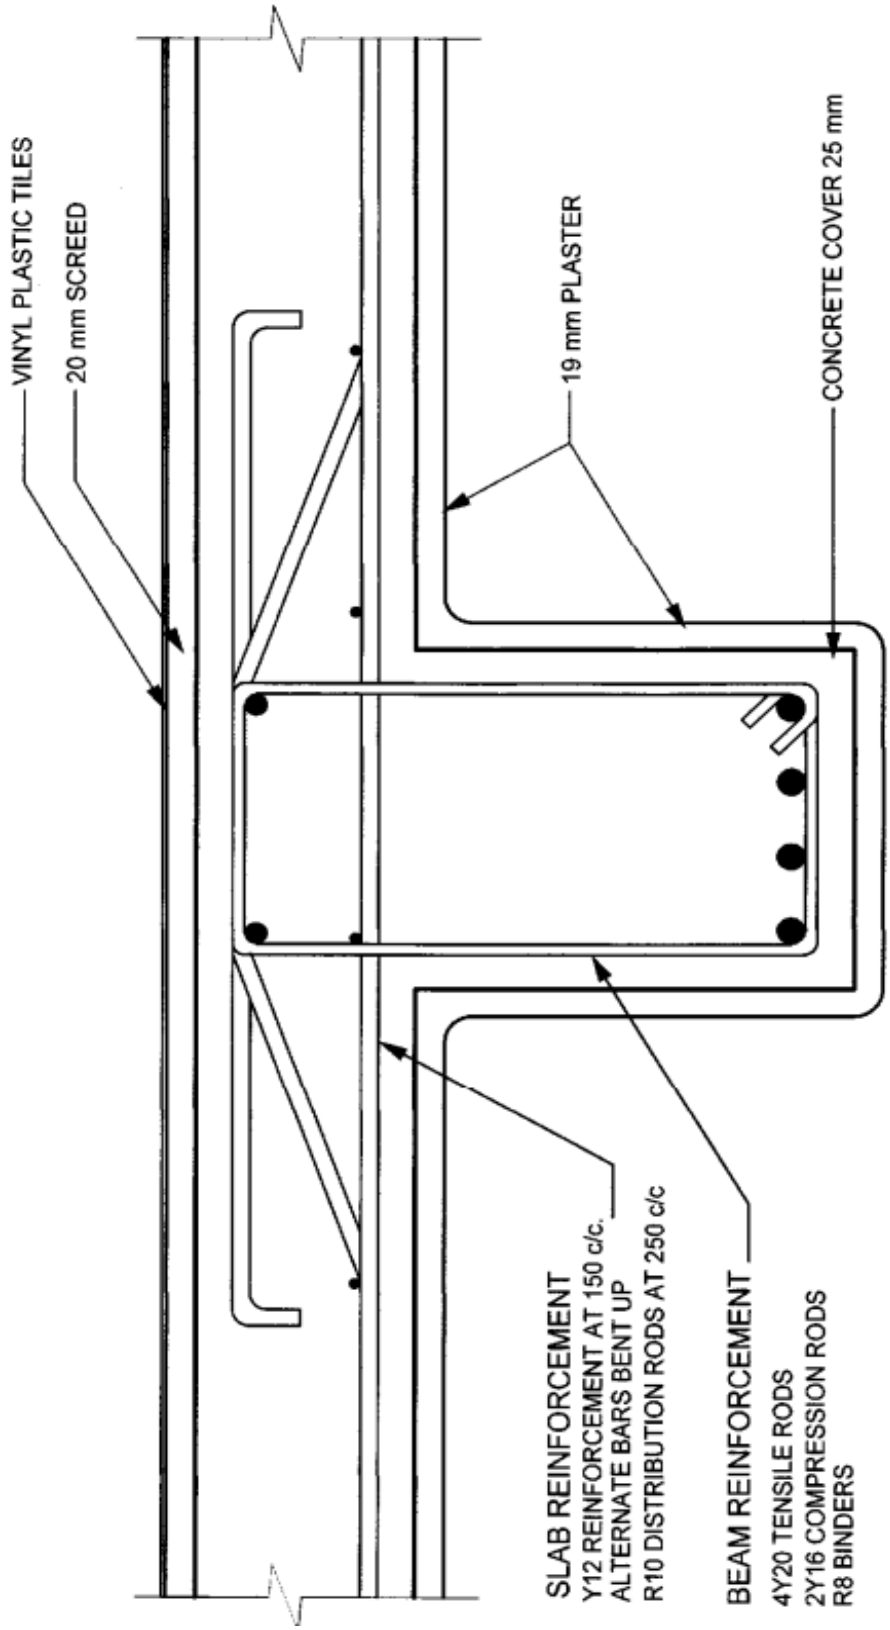

FIGURE 2
1.2 The attached DIAGRAM SHEET 2, FIGURE 2 shows the vertical section of the T-BEAM concrete.
Redraw the reinforced T-beam concrete shown in DIAGRAM SHEET 2, FIGURE 2.